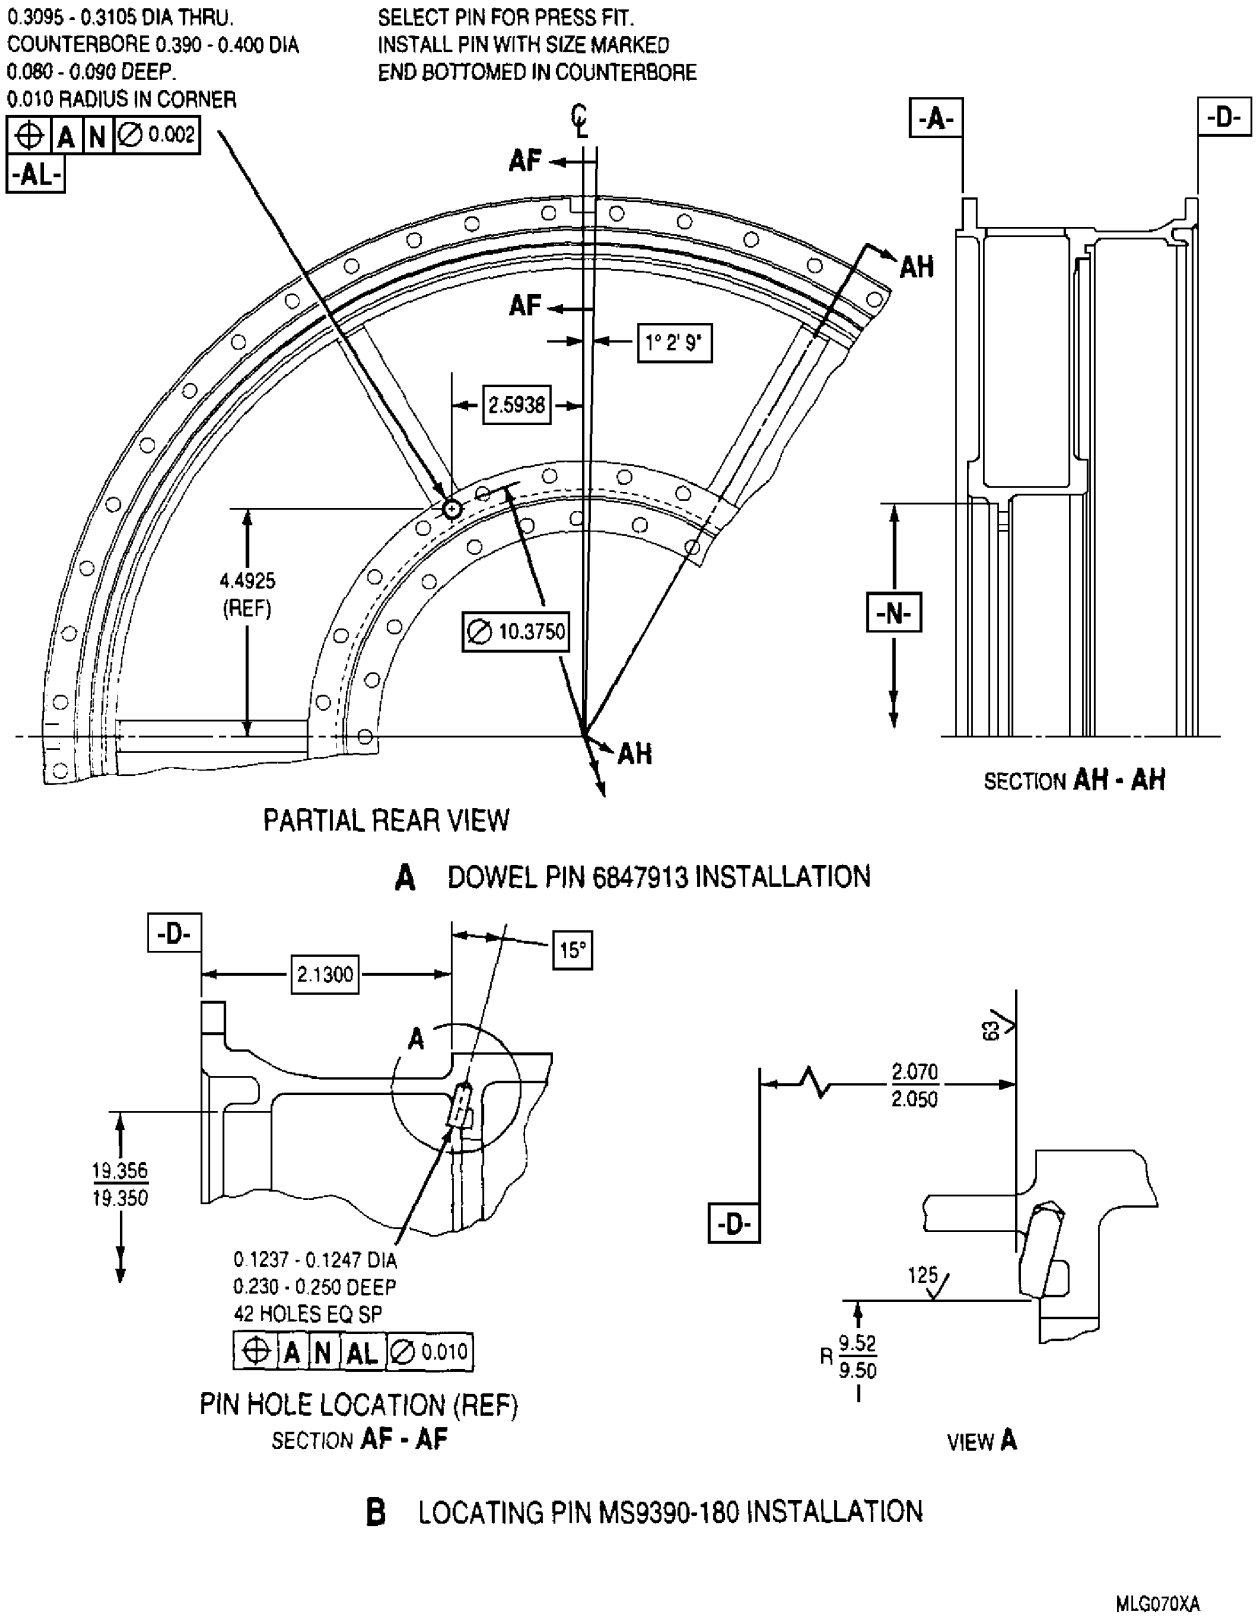

Figure 2. Turbine Inlet Casing Assembly − Dowel Pin and Locating Pin Replacement
15. TURBINE INLET CASING ASSEMBLY − DOWEL PIN REPLACEMENT. (figure 2)
c. If pin hole needs to be enlarged to accommodate the selected pin size, locate pin hole to dimensions and true position requirements as shown (figure 2).
16. TURBINE INLET CASING ASSEMBLY − LOCATING PIN REPLACEMENT. (figure 2)
c. Machine a flat area on pin diameter to meet surface texture requirement and dimension to Surface D as shown. (figure 2)